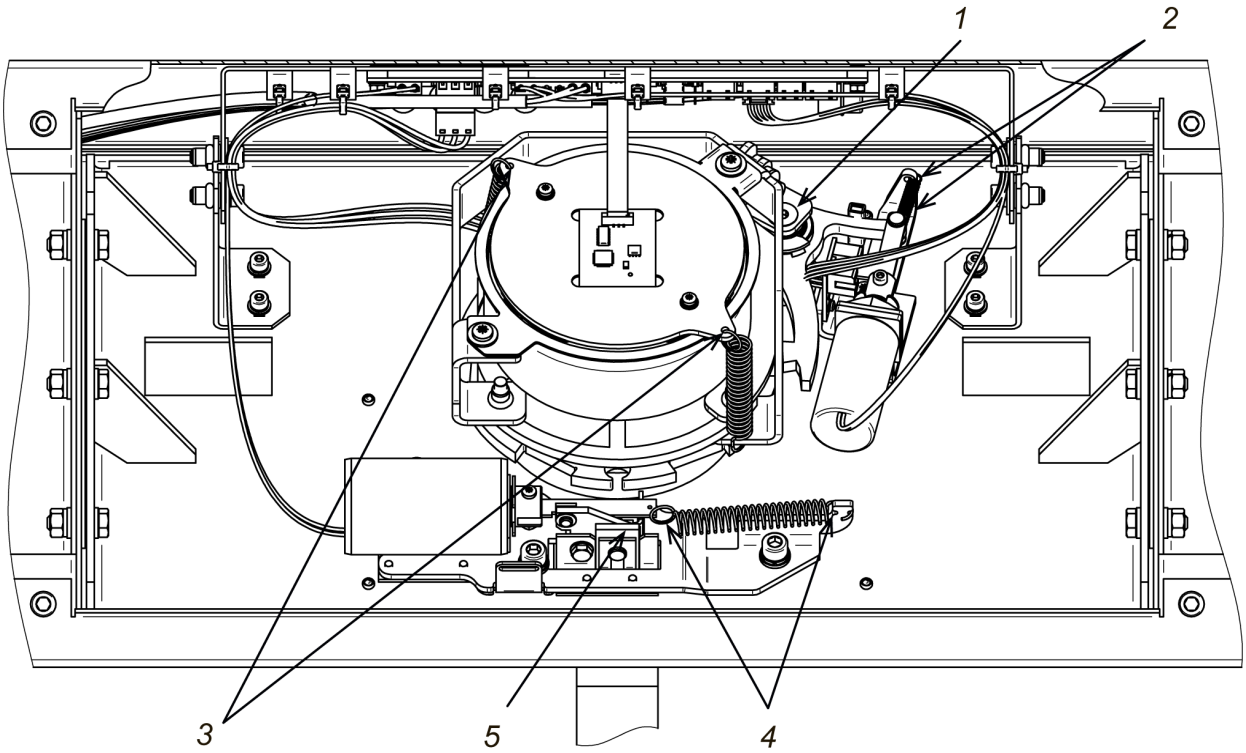

Рисунок 22. Узел вращения преграждающих планок турникета
3. Проверьте надежность крепления преграждающих планок (5) к маховику и при необходимости подтяните установочные винты крепления преграждающих планок.
5. Снимите основную крышку (2) турникета в порядке, указанном в разд. 6, и положите ее на ровную устойчивую поверхность.
- ось вращения рычага стопора (точка **1** на рис. 22) – смазкой ***Chain and Rope Lube Spray – WEICON*** или другой с аналогичными свойствами;
- места крепления пружин (точки **2**, **3**, **4** на рис. 22) – молибденовой смазкой;
- детали механизма аварийного открытия прохода (автоматического опускания преграждающей планки «Антипаника», точка **5** на рис. 22) – смазкой ***Chain and Rope Lube Spray - WEICON*** или другой с аналогичными свойствами.
12. Проверьте крепление преграждающих планок (5) в шарнирных узлах турникета и, при необходимости, подтяните крепежные винты.